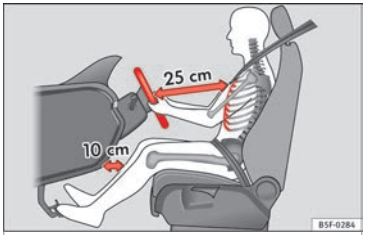
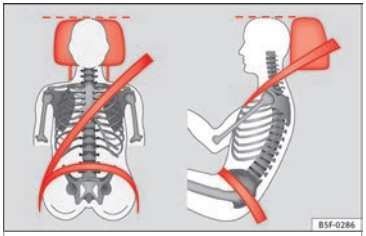

Afb. 80 De correcte afstand tussen de bestuurder en het stuurwiel moet minstens 25 cm (10 inch) bedragen.
Afb. 81 Juist verloop van de gordelband en juiste stand van de hoofdsteunen.
- Verstel de hoofdsteun zo dat de bovenrand hiervan op dezelfde hoogte komt te staan als de bovenzijde van het hoofd, in geen geval tot onder ooghoogte. Houd de nek zo dicht mogelijk bij de hoofdsteun ››› afb. 80 en ››› afb. 81.
- Pas het stuurwiel aan zodat het minstens 25 cm (10 inch) verwijderd is van de borstkas ››› afb. 80 en zodat het buitenste deel ervan aan de zijkant vastgenomen kan worden met beide handen en de armen licht gebogen.
- Pas de bestuurdersstoel in de lengterichting aan zodat de pedalen volledig ingetrapt kunnen worden met de benen licht gebogen en zodat de knieën minstens 10 cm (4 inch) verwijderd blijven van het dashboard ››› afb. 80.